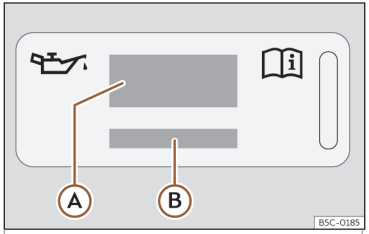
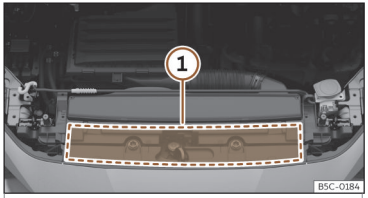

Fig. 218 Nel vano motore: etichetta dell'olio motore
Fig. 219 Nel vano motore: posizione dell'etichetta dell'olio motore
Legenda della>>> **fig. 218** :
Se è necessario rabboccare l'olio motore, utilizzare uno degli oli indicati sull'etichetta >>> **fig. 218**. L'etichetta con la norma prescritta si trova sulla parte anteriore del vano motore>>> **fig. 219** ①. Se si utilizza l'olio motore consigliato, è possibile correggere il livello di riempimento tutte le volte che è necessario.